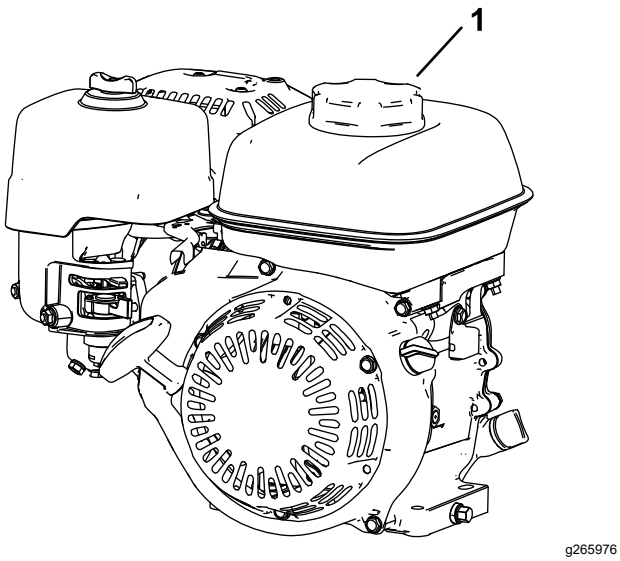

Figura 10
3. Pulite intorno al tappo del serbatoio carburante e toglietelo.Figura 10